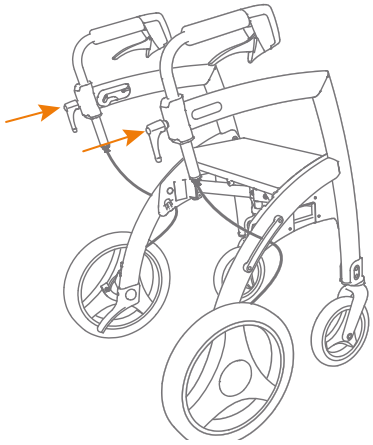

Figure 1 : Vissez les deux poignées de réglage avant utilisation.
a. Vissez les deux poignées de réglage jusqu'à ce qu'elles ne puissent aller plus loin. Alors, les poignées sont verrouillées **(Figure 1 et 2)**.